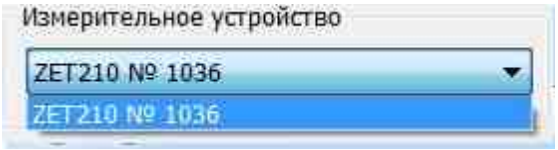

Рис.3.10 Отображается серийный номер устройства
- при нажатии на ниспадающее меню «Измерительное устройство» отображается серийный номер устройства ZET210, входящего в состав устройства ZET452 (*Рис.3.10*);